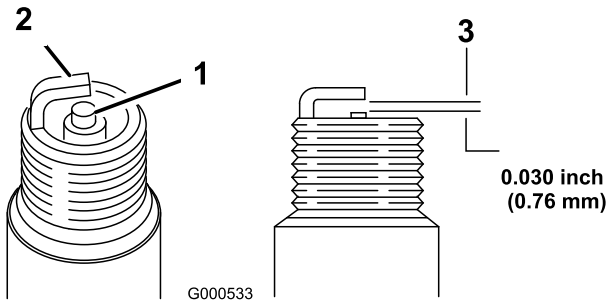

Figura 26
5. Impostate la luce sul tappo a 0,76 mm, fate riferimento a (Figura 26).